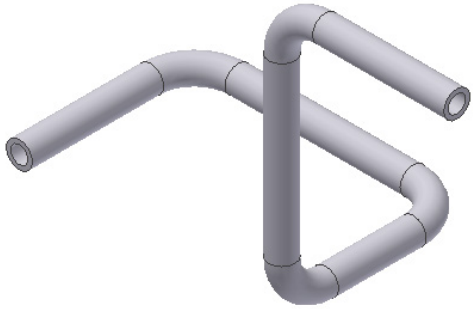

***Figure 18-47*** *Pipe for Tutorial 3*
3. Choose **OK** to close the **Properties-Sweep** dialog box. The final pipe for Tutorial 3 is shown in Figure 18-47.